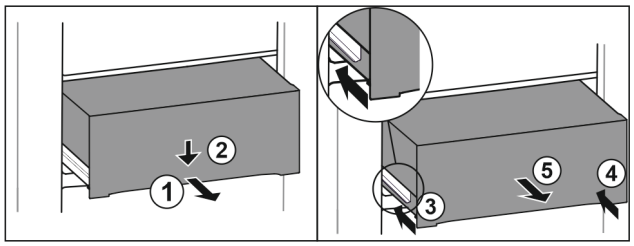

Fig. 123
▶ Extrageți pe jumătate sertarul. *Fig. 123 (1)*
▶ Apăsați în jos sertarul pe partea frontală. *Fig. 123 (2)*
▶ Inserați șina stângă aproximativ 2 cm. *Fig. 123 (3)*
▶ Inserați șina dreaptă aproximativ 2 cm. *Fig. 123 (4)*
▶ Extrageți sertarul spre înainte. *Fig. 123 (5)*